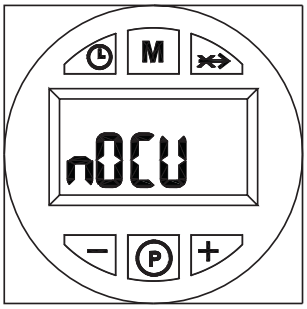

fig. 5
- Für ein paar Sekunden erscheint möglicherweise die Anzeige “nOCU” (fig. 5)